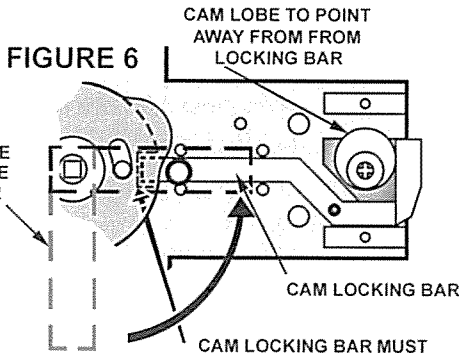

FIGURE 6
14. At this point check the operation of the Cam Locking Bar. Ensure when the outside Lever Handle is moved upwards to the horizontal position, the Cam Locking Bar falls freely into the cut out in the Inner Cam Plate. (Fig. 6)